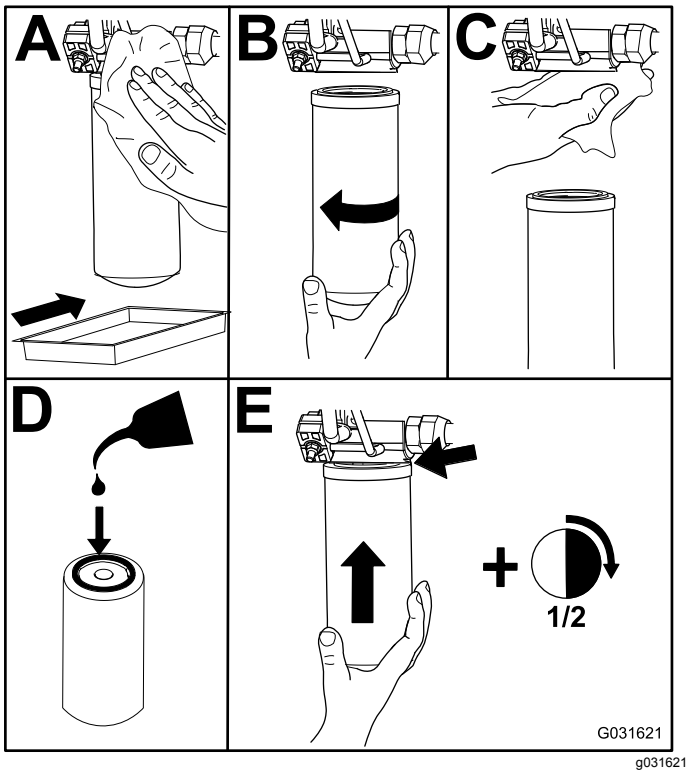

Figur 79
2. Byt ut hydraulfiltren (Figur 79).